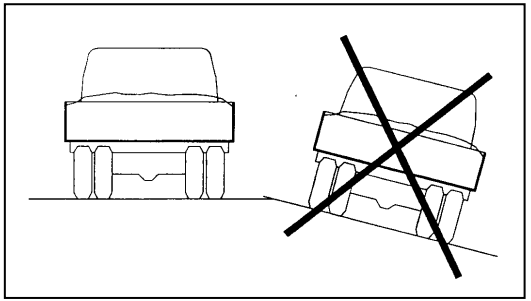

Fig.21
- Make sure that the ground is firm, especially for the rear axle and the vehicle in the horizontal position (fig. 21).